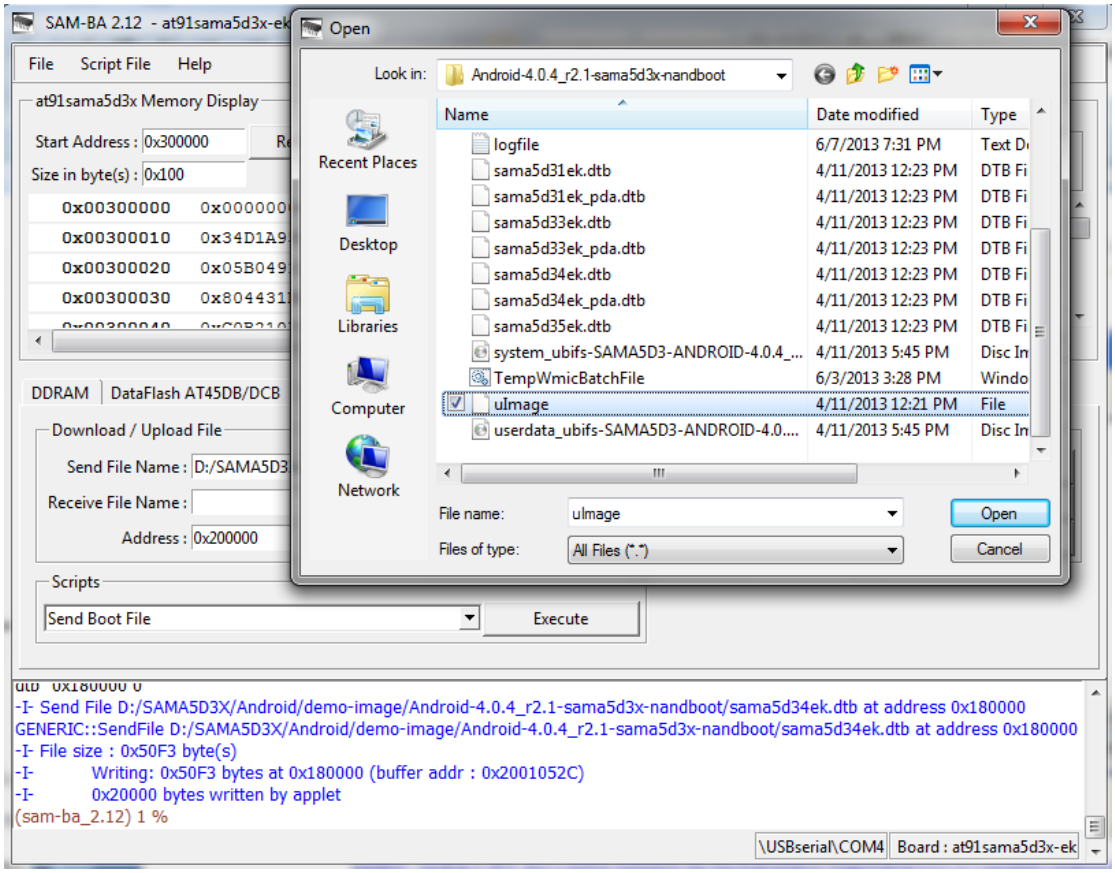

Figure 4-15
(10) Download Linux kernel [uImage] to 0x0020 0000. Refer to figure 4-15: